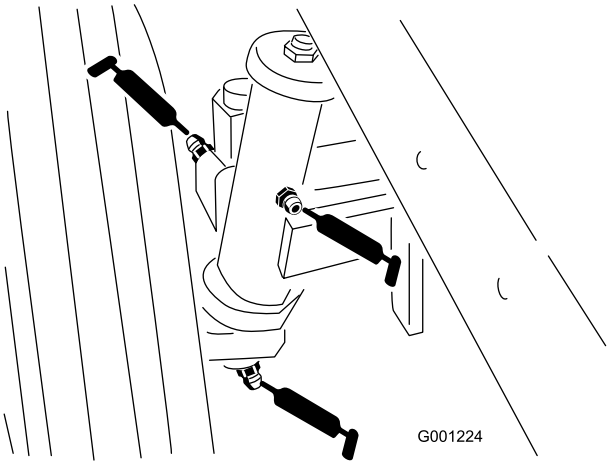

**Figur 42**
- Bakre hjulspindelbussningar (Figur 42)